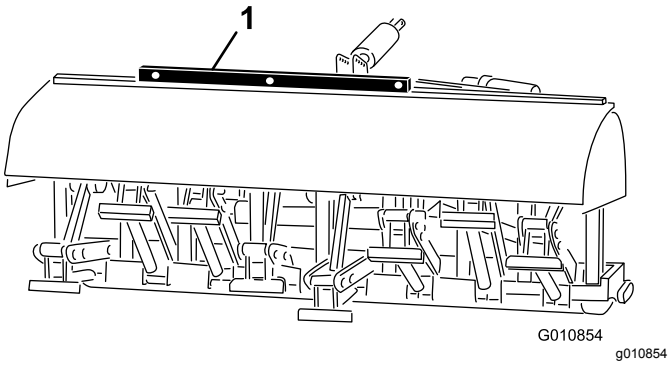

**Figur 29**
2. Plasser et vaterpass øverst på luftemaskinrammen, for å kontrollere om den står riktig på tvers (Figur 29).